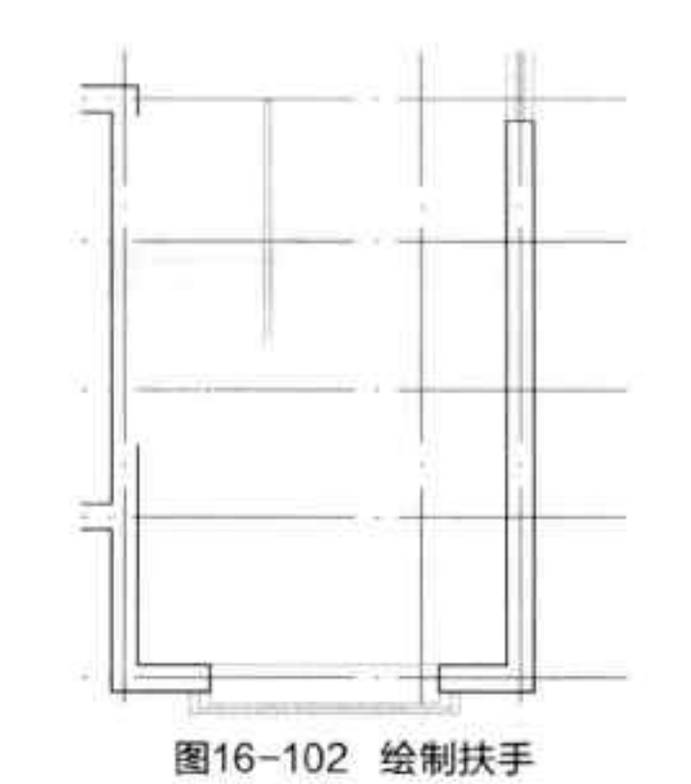

图16-102 绘制扶手
Step 06 所有参数设置完成后，按回车键即可完成楼梯扶手的绘制，结果如图 16-102 所示。